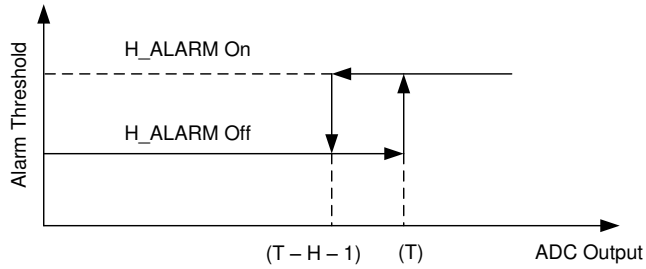

図 7-21. High ALARM Hysteresis
The device sets the input high alarm when the digital output exceeds the high alarm upper limit [high alarm threshold (T)]. The alarm resets when the digital output is less than or equal to the high alarm lower limit [high alarm (T) – H – 1). This function is shown in 図 7-21.